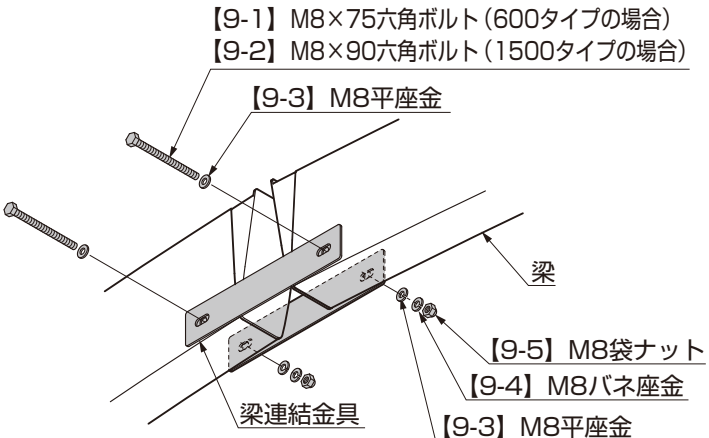

図2-1
①柱、梁を組立てて建て込み、梁のプッシュボタンを外した後、梁と梁を梁連結金具で接続してください。（図2-1参照）